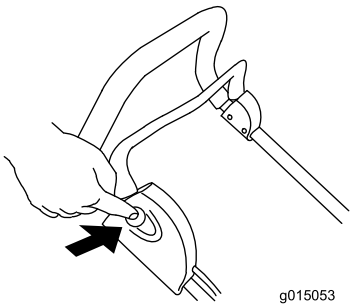

Figur 9
3. Tryck på knappen på handtagets högra sida och håll den intryckt (Figur 9).